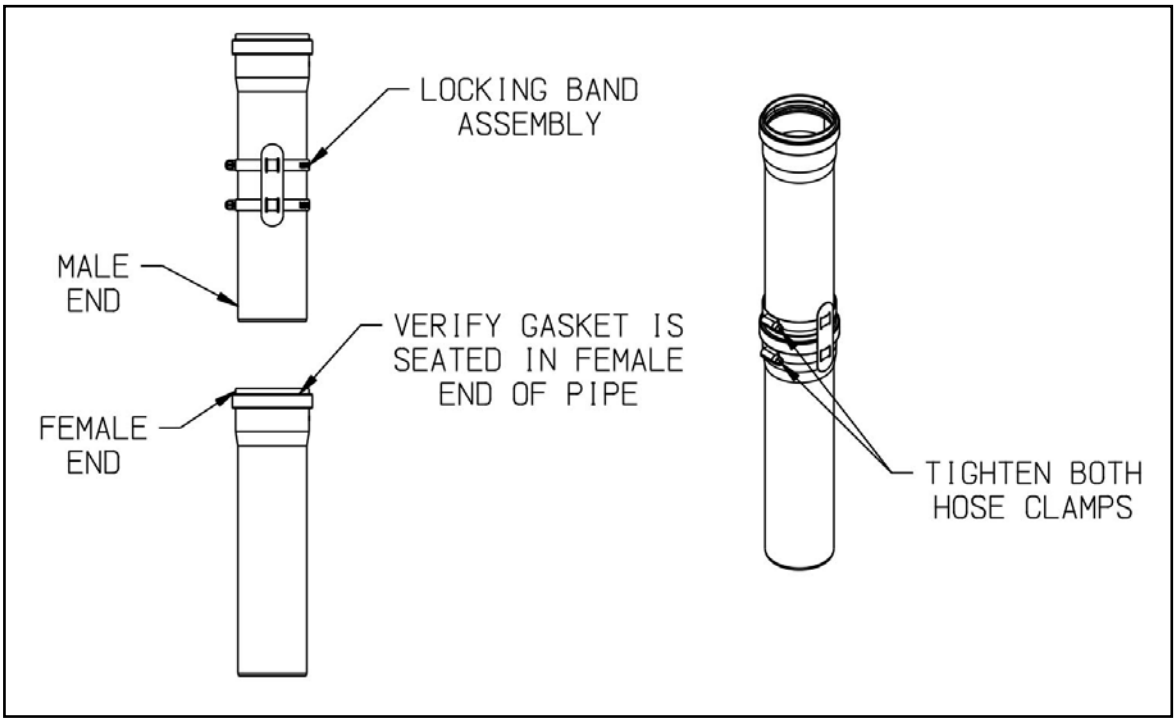

Figure 7.40: Polyflue Pipe Locking Band Installation
c. For each joint, verify that the gasket is evenly seated in the bell (female) end of the pipe. Lubricate this gasket with mild soapy water. Slide a Pipe Locking Band over the male end of the pipe to be joined as shown in Figure 7.40. Push the male end of the next section of pipe into the bell until it bottoms out, then back out 1/8—1/4" to provide room for thermal expansion. Slide pipe locking band over the female end of the connections and tighten both hose clamps.